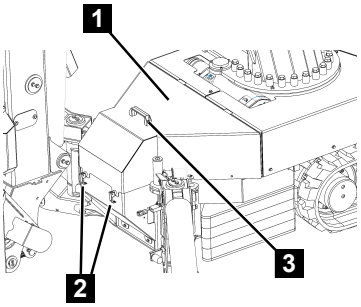

Fig. 152
2. Remove the cover (Fig.152/1) by loosening the catches (Fig.152/2) and using the handle (Fig.152/3).